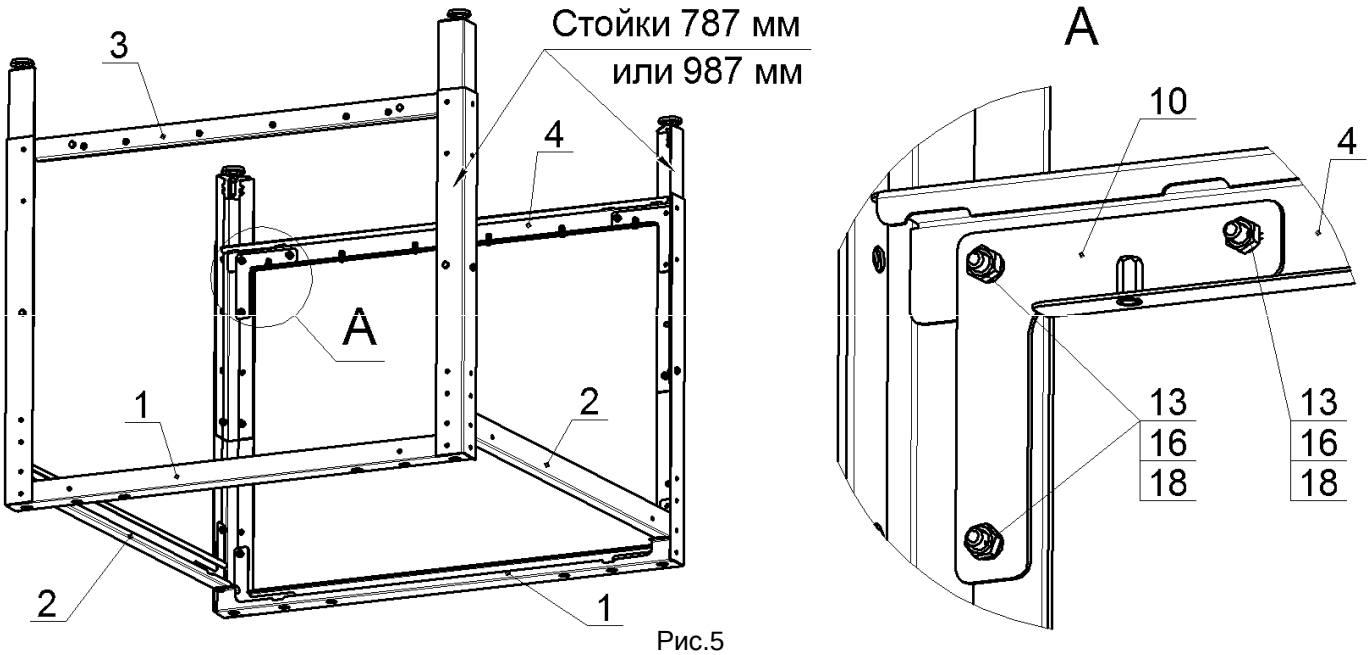

Рис.5
5. Закрепить на стойках 787мм или 987мм профиль лицевой, нижний, поз.3 (882мм) и профиль задний, нижний, поз.4 (882мм) при помощи угольников, поз.10, болтов М6, гаек и шайб, поз. 13, 16 и 18, как показано на рис.5. Гайки не затягивать: